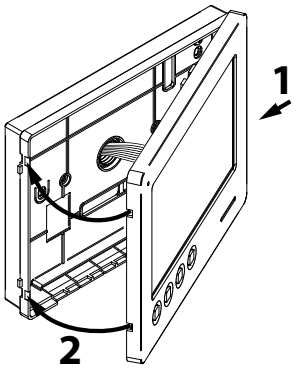

Fig. 7
6. Una volta testato l'impianto ed effettuate le necessarie regolazioni, procedere alla chiusura del videocitofono come mostrato in **Fig. 7**: agganciarlo prima nella parte destra quindi nella parte sinistra fino allo scatto dell'incastro.